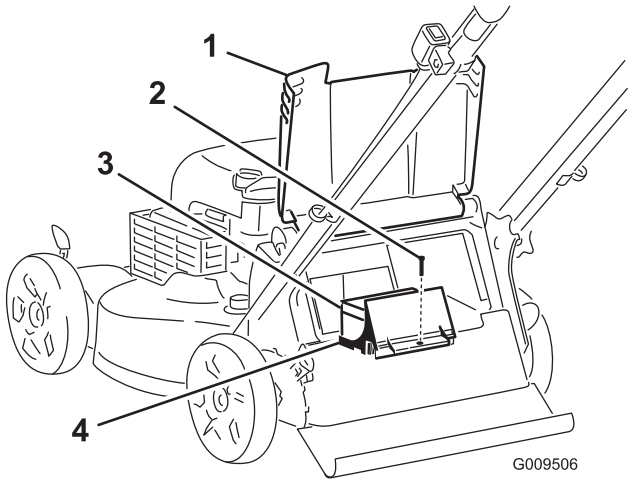

Bild 34
1. Heben Sie das hintere Ablenkblech an und finden Sie das Batteriefach (Bild 34).